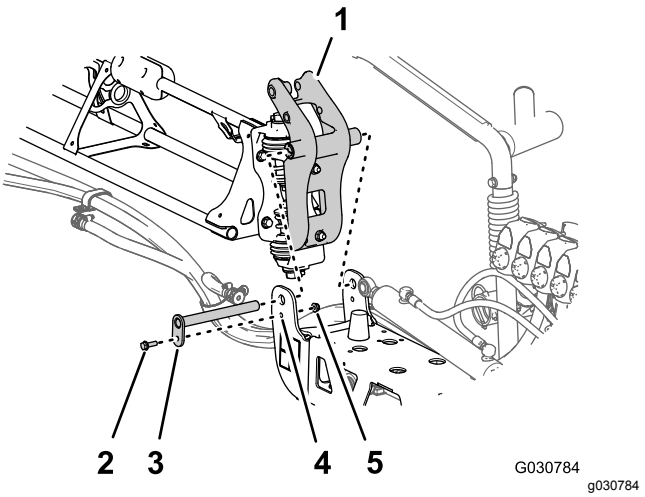

Figuur 100
3. Lijn de lagers in de draaifitting uit met de openingen in de flenzen van de draaibeugel aan het uiteinde van de middelste spuitboom (Figuur 100).